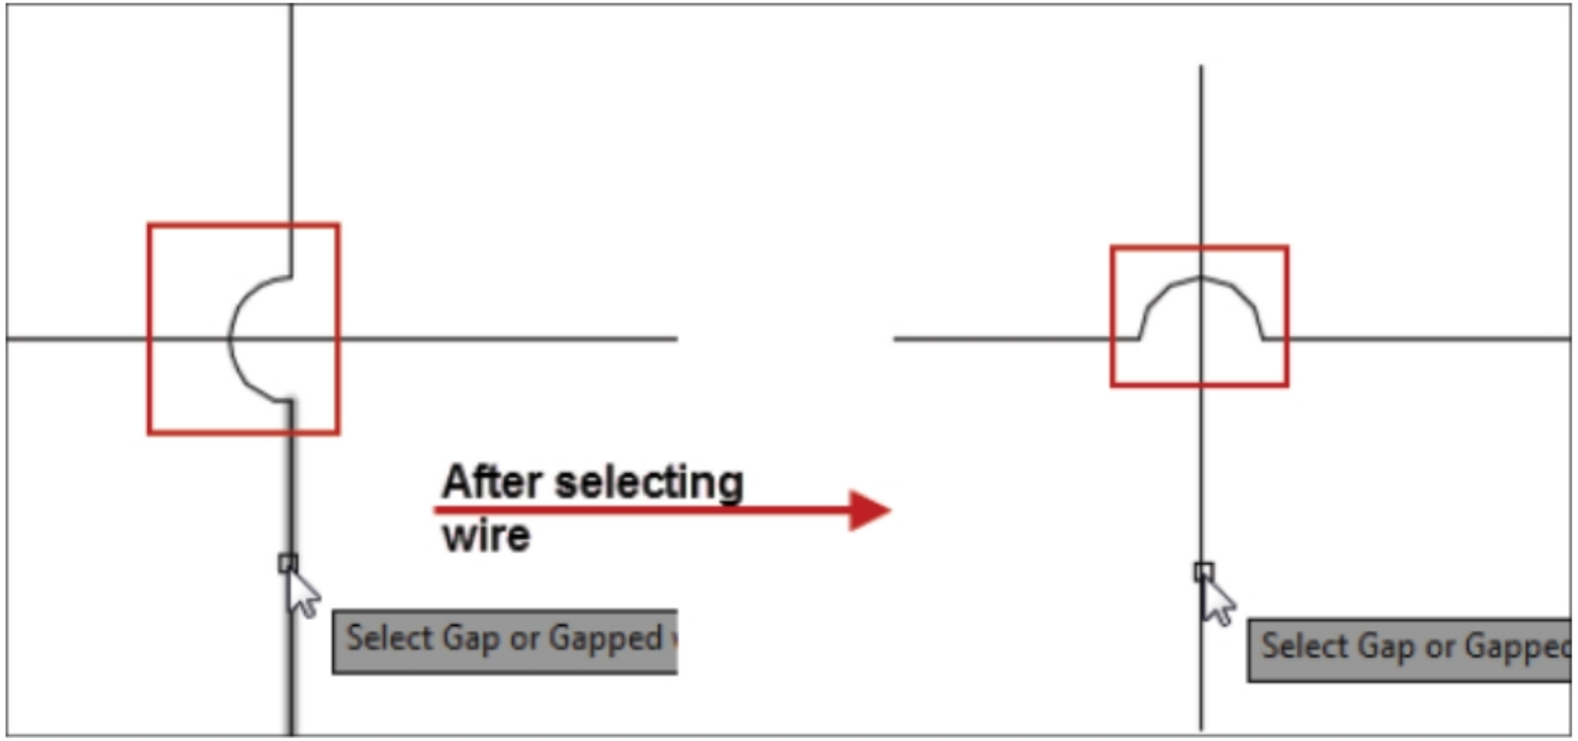

Figure-96. Flipping wire gap
- Click on the wire with gap. The gap will flip to other wire; refer to Figure-96.